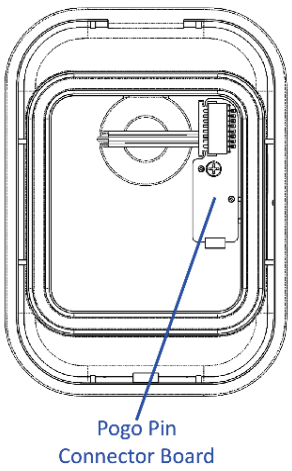

Figure-1: RJ45 Wires in T-568B Order —
b) Terminate the wire with an RJ45 jack according to the T-568B order. To do this, strip 1" of the jacket to expose the 4 wire pairs, use the pull string to remove 2" more and cut away the jacket and string, trim the jacket corners, untwist the wire pairs, line up the wires in the T-568B order (see Figure-1 below), cut the wires to ¾" with a straight cut, and then slide the RJ45 jack down over the 8 wires.